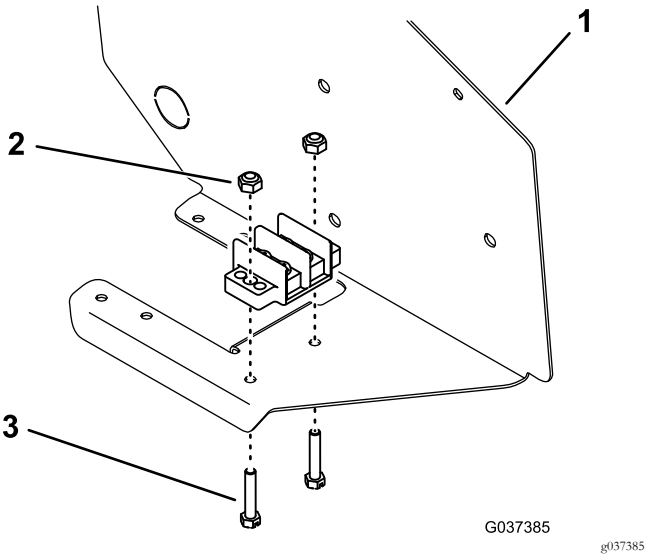

Figure 8
3. Fixez le bornier de masse au bas du panneau de commande avec 2 vis et 2 contre-écrous (Figure 8).
Remarque: Montez les vis par la face inférieure du panneau, comme illustré à la Figure 8.